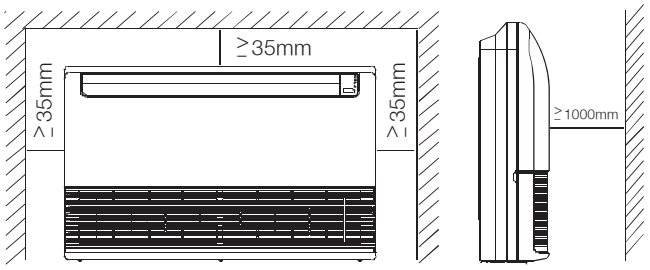
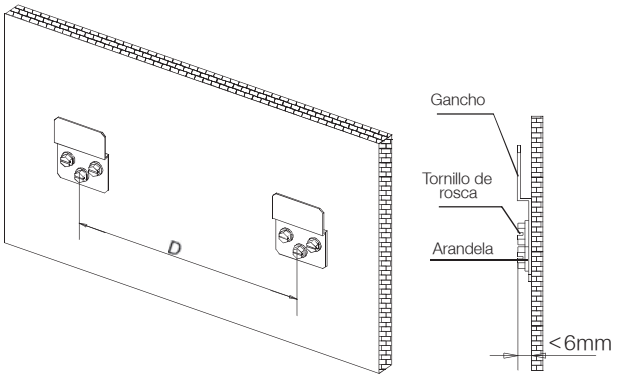

Fig.5-1
Fig.5-3
(Ver la Fig. 5-1, Fig. 5-2, Fig. 5-3 y la Tabla 5-1 para especificaciones).
1. Fije el gancho con tornillos de rosca a la pared. (Ver Fig. 5-3).